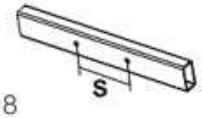

Figure 8
STEP 1: Mark with a pen or sharp tool on the mounting surface and drill. (Figure 8)